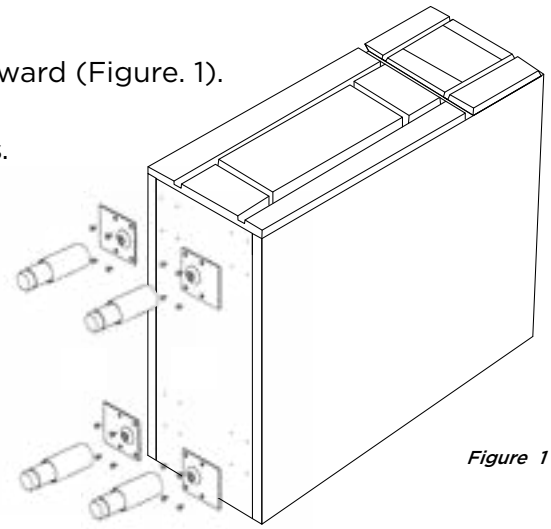

Figure 1
1. Place the cabinet on a soft surface with the door facing upward (Figure. 1).
2. With the bottom of the cabinet facing you, locate the pilot holes. Position the Leg Plates over the pilot holes with the flange facing the outside of the cabinet (Figure 1).